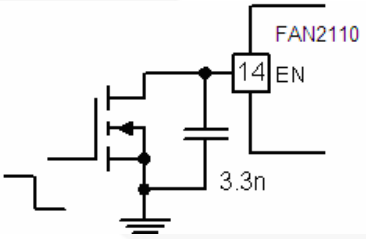

Figure 30. Enabling with External Control
FAN2110 has an internal pull-up to the enable (EN) pin so that the IC is enabled once V_{CC} exceeds the UVLO threshold. Connecting a small capacitor across EN and AGND delays the rate of voltage rise on the EN pin. The EN pin also serves for the restart whenever a fault occurs *(refer to the Auto-Restart section)*. If the regulator is enabled externally, the external EN signal should go HIGH only after V_{CC} is established. For applications where such sequencing is required, FAN2110 can be enabled (after the V_{CC} comes up) with external control, as shown in Figure 30.